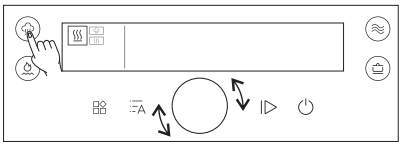
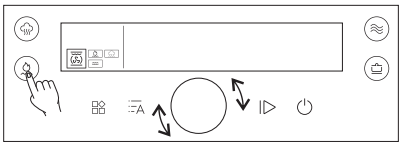
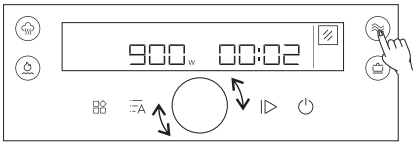
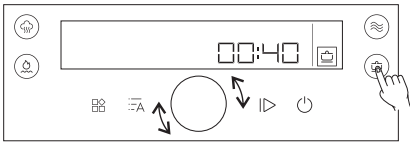

рис. 1
рис. 2
рис. 3
рис. 4
2. Нажмите (рис. 1) или (рис. 2) или (рис. 3) или (рис. 4) чтобы выбрать функции ПАР/ГРИЛЬ/МИКРОВОЛНЫ/ТУШЕНИЕ, затем поверните поворотный регулятор, чтобы выбрать режим.